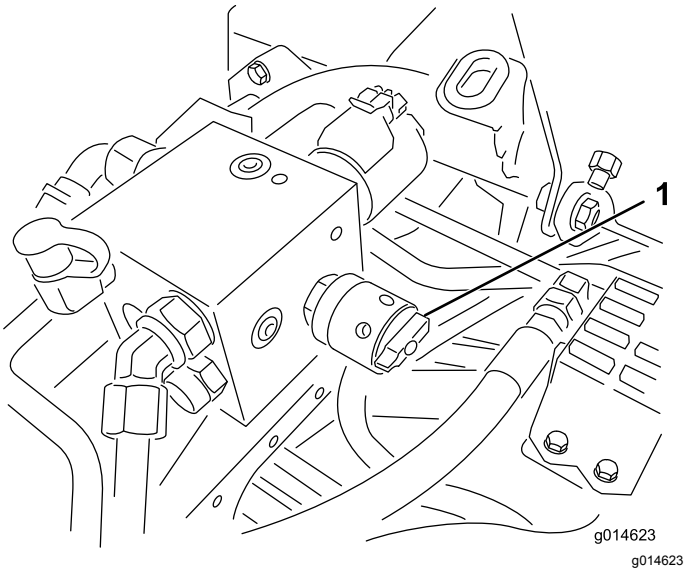

Figur 53
6. Vrid cylinderhastighetsreglaget till inställningen 1 (Figur 53).